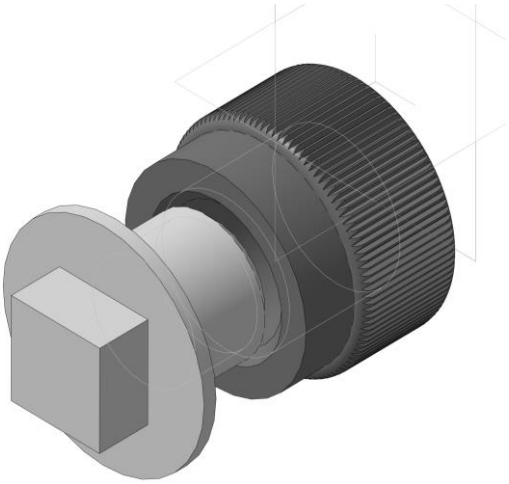

Рис. 18
- Выполните команду **Сборка – Соосность.** Отметьте цилиндрические поверхности на каждой детали. После окончания операции обе детали будут расположены на одной оси (рис. 18).